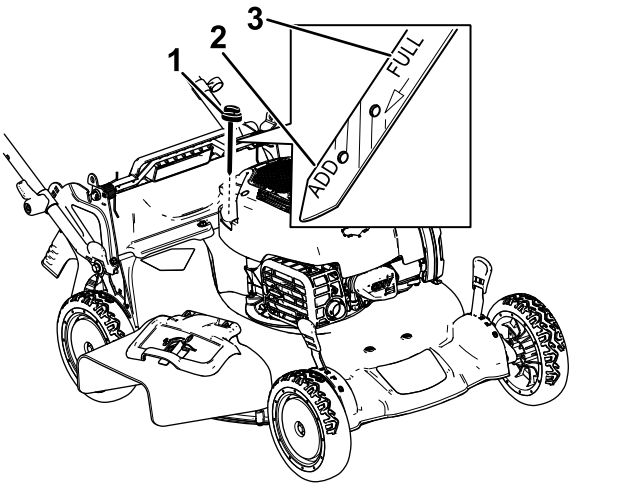

Figuur 8
2. Verwijder de peilstok door de dop linksom te draaien en eruit te trekken (Figuur 8).
6. Lees het oliepeil af van de peilstok (Figuur 8).